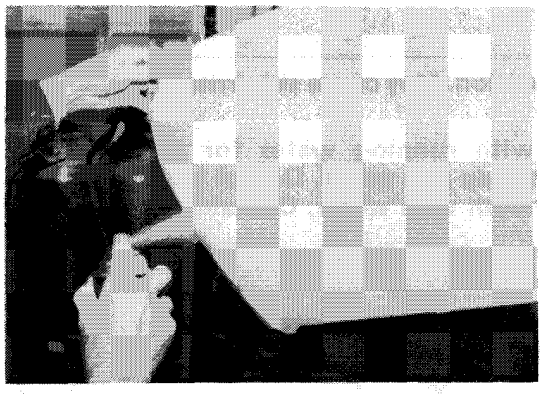

Figure 5-8
8. Paint the repaired area with matching spray paint available from CLUB CAR. Hold the can about 30-35 centimeters (12-14 inches) away from repaired surface and coat with light, even strokes **(Figures 5-8 and 5-9)**. Additional coats may be required.